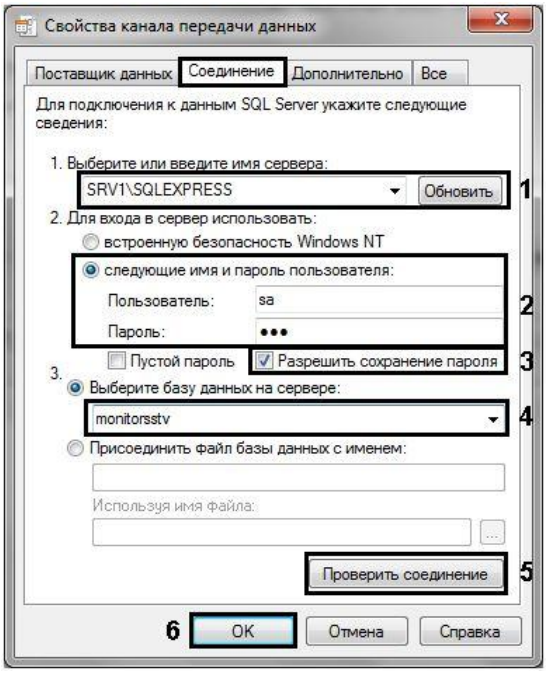

Рис. 5.2—3 Вкладка Соединение
8.3. В раскрывающемся списке **1. Выберите или введите имя сервера:** выбрать название сервера баз данных, на котором хранится база данных *АТМ-Интеллект АРМ* (см. Рис. 5.2—3, 1).